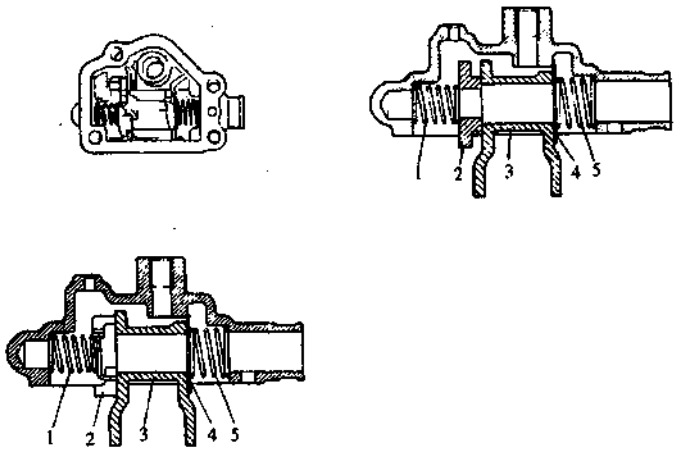

Fig.3.2-2
② Install the second spring, fork arm, washer and the first arm to the cover body. The tightening torque of reverse gear limit screw is 18-28N • m (Please refer to Fig.3.2-2).